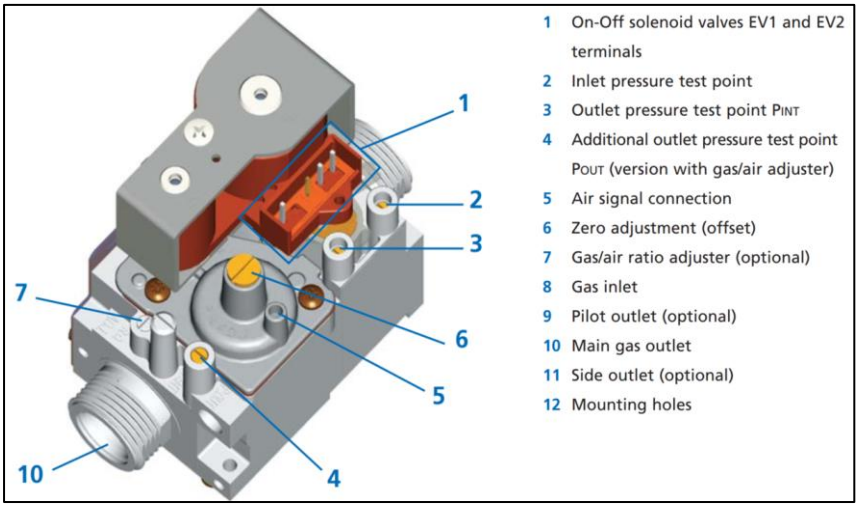
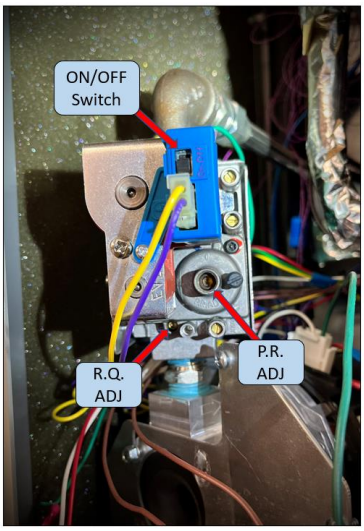

Figure 20: Gas Valve Features
Figure 21: Gas Valve Adjustment Location
Skip this section if using natural gas. To convert to propane, adjust the "**R.Q. ADJ.**" screw on the gas valve shown in Figure 20 as item 7 & Figure 21. Use a 2.5 mm hex key to turn it 1 turn clockwise. This provides a good starting point for the following procedure.
It may take a few tries for the burner to light if air has not been purged from the gas line. It is recommended to CAREFULLY loosen the gas line at the inlet of the gas valve to purge the air out, and then retighten. Wait for any leaked gas to dissipate before continuing. Once all other installation steps are complete, apply power to the GAHP and set the indoor thermostat or aquastat to heating and wait for the GAHP to start. The **P.R. ADJ** screw on the gas valve as shown in Figure 20 as item 6 and Figure 21 has a cover screw that needs to be removed before adjusting.
2. Adjust the **P.R. ADJ** screw on the gas valve (Figure 21) with a 4 mm hex key until flue gas composition is as follows. Turn **counterclockwise** to increase excess air (increasing O_2 or decreasing CO_2):
4. Adjust the **R.Q. ADJ** screw on the gas valve (Figure 21) with a 2.5 mm hex key until flue gas composition is as follows. Turn **clockwise** to increase excess air (increasing O_2 or decreasing CO_2):